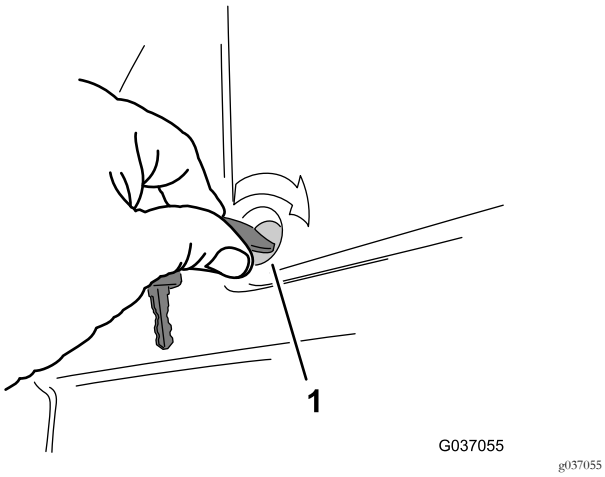

Figura 42
3. Fije la cubierta a la plataforma girando las 2 fijaciones de cuarto de vuelta en sentido horario (Figura 42).